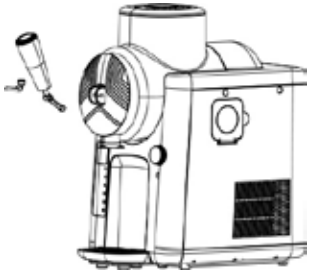

Fig. 4
12. A questo punto, inserire l'erogatore nell'apertura e applicare il perno di bloccaggio per fissare l'erogatore (Fig. 4): A tal fine, le aperture dell'uscita e della leva dell'erogatore devono essere allineate; quindi inserire il perno di bloccaggio e ruotarlo finché il piccolo perno laterale non si inserisce nell'apertura dell'apparecchio. Se il pistone bianco nel vano di uscita non è posizionato correttamente e impedisce l'inserimento dell'erogatore, seguire le indicazioni del capitolo "Cura e pulizia".